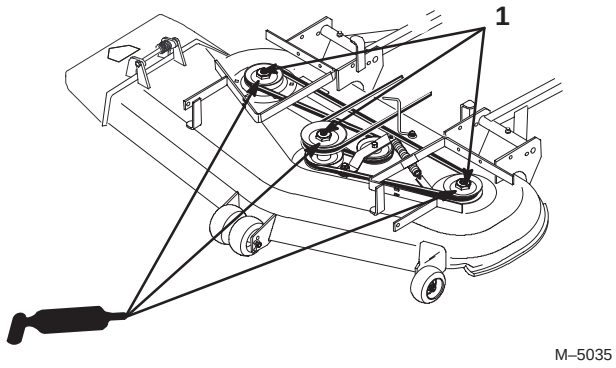

Figure 8
1. Lubrifiez les graisseurs des roulements des trois axes, jusqu'à ce que la graisse sorte par les joints inférieurs (Fig. 8).